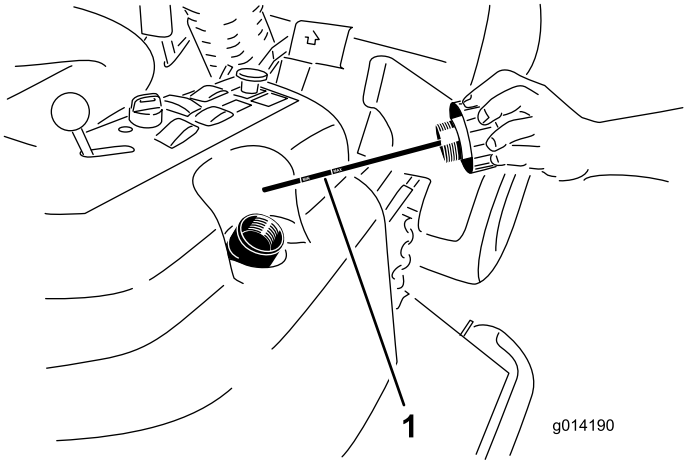

Figuur 62
2. Verwijder de dop van de hydraulische tank (Figuur 62) van de vulbuis.
3. Verwijder de peilstok en veeg deze af met een schone doek (Figuur 62).
4. Schroef de peilstok helemaal in de vulbuis, haal hem er vervolgens weer uit en controleer het vloeistofpeil (Figuur 62).